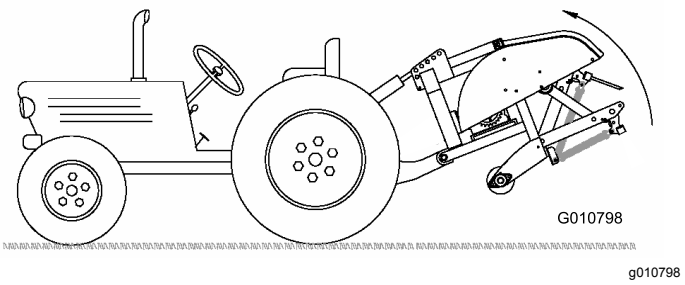

Figur 11
2. Hæv dybdelufteren helt, og træk den hydrauliske topstangscylinder eller den øverste forbindelse helt tilbage (Figur 11).